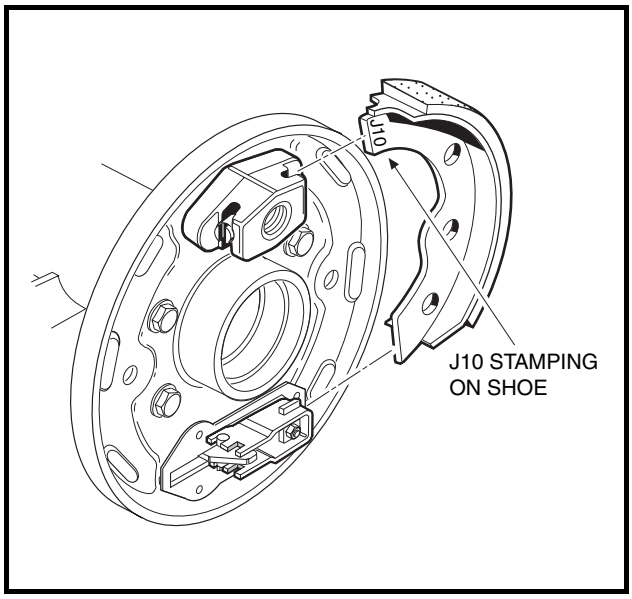

Figure 6-23 Position Shoes
1. Position one shoe in the slots in the mounting block anchor piston and brake actuator **(Figure 6-23, Page 6-11)**. **See following WARNING.**
- **When installing brake shoes, the shoes must be oriented with tips stamped J10 inserted into the mounting block anchor piston slots rather than into the brake actuator slots (Figure 6-23, Page 6-11). Incorrectly installed brake shoes will be too tight and make adjustment of the brake impossible.**